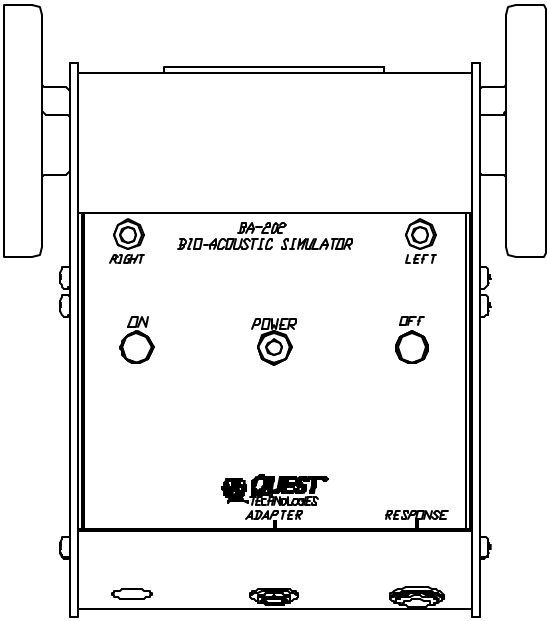

Figure 1. Oscar 7 Electro Acoustic Ear
The Tremetrics Oscar 7 (Figure 1) is a high-quality measuring device used to fulfill the requirements for daily biological tests of audiometers. The Oscar 7, when used in conjunction with the Tremetrics HT Wizard audiometer provides the capability to continuously monitor room noise in octaves during an actual hearing test and pause the test if these levels are exceed. This real time monitoring ensures and documents compliance to the OSHA allowable background noise limits for audiometric test rooms.
4. CONTROLS (See Figure 1)